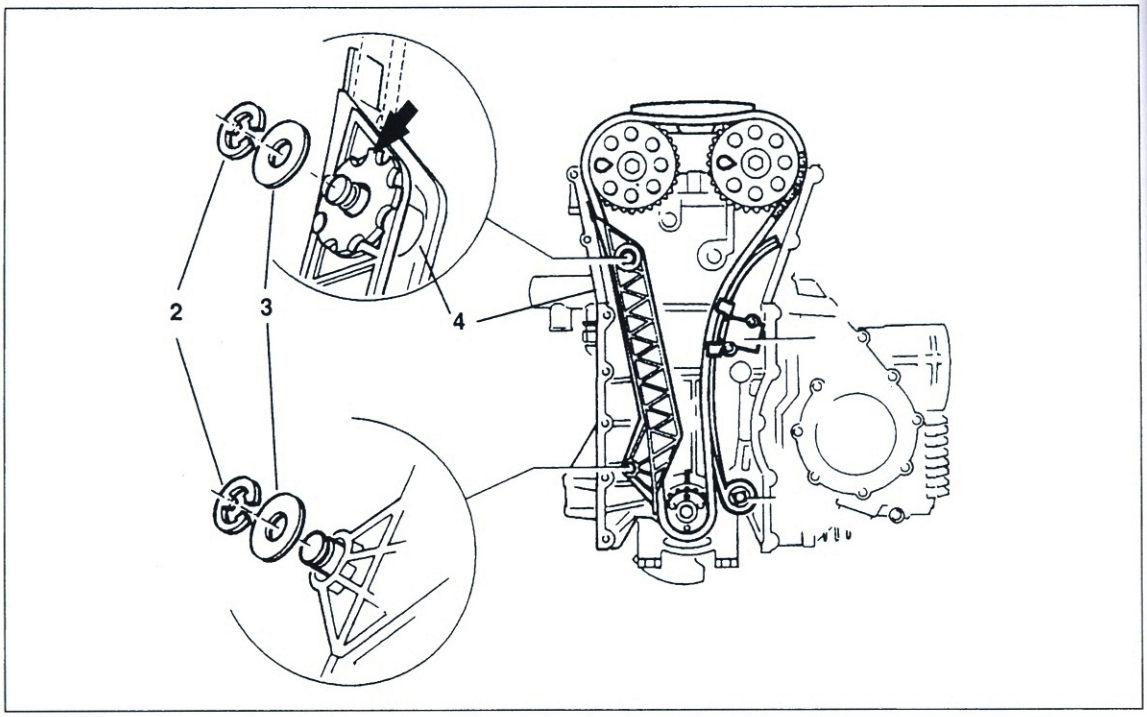

Bild 118
- Starre Steuerkettenführung ④ Bild 118 ausbauen: Sicherungsringe ② ausfedern und Scheiben ③ abnehmen.
- Kettenführung ④ etwas anheben und wieder eindrücken. Zahnscheibe mit Exzenter (Pfeil in Bild 118) muss jetzt etwas hervorstehen, damit Zahnscheibe abgenommen werden kann.